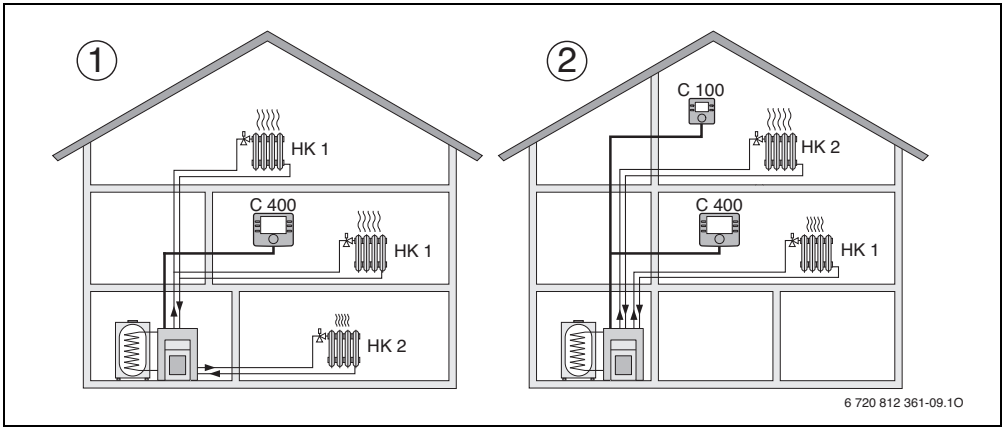

Fig. 1 Exemples d'installations de chauffage avec un ou deux circuits de chauffage
- Logement combiné avec un atelier (→ fig. 1, [1])
- Maison avec logement annexe, avec CW 400/CW 800 en tant que régulateur et CR 100 en tant que commande à distance (CR 400 installé dans la pièce de référence de la maison, CR 100 dans la pièce de référence du logement annexe, → fig. 1, [2])